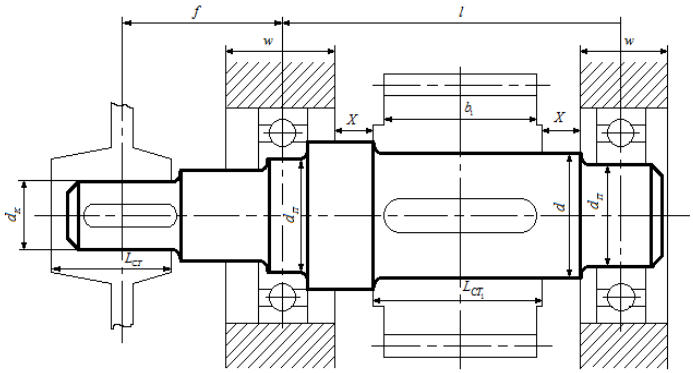

Рис. 2.3. К определению расстояния между опорами вала цилиндрического одноступенчатого редуктора
1. Цилиндрический одноступенчатый редуктор (рис. 2.3).